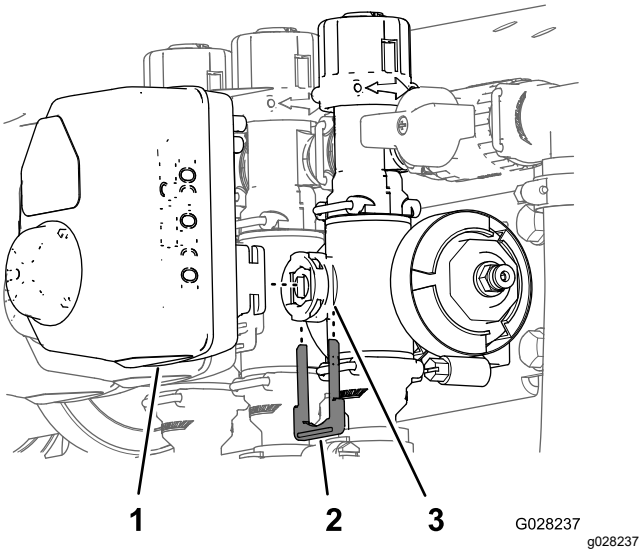

Figure 67
3. Retirez l'étrier qui fixe l'actionneur à la soupape du collecteur pour le régulateur de débit, la vanne d'agitation, la vanne principale ou la vanne de section (Figure 67).